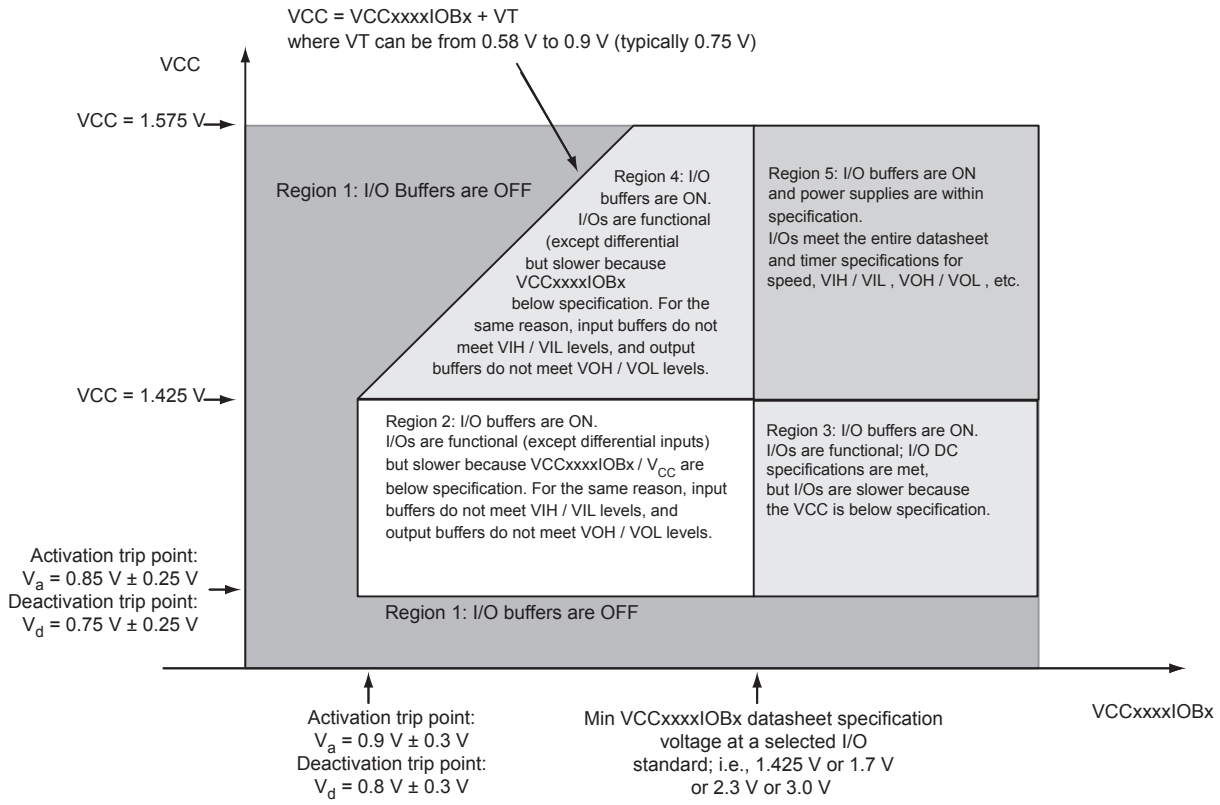

Figure 2-1 • **I/O State as a Function of VCCxxxxIOBx and VCC Voltage Levels**
Sophisticated power-up management circuitry is designed into every SmartFusion cSoC. These circuits ensure easy transition from the powered-off state to the powered-up state of the device. In addition, the I/O will be in a known state through the power-up sequence. The basic principle is shown in Figure 2-1 on page 2-6.
1. VCC and VCCxxxxIOBx are above the minimum specified trip points (Figure 2-1 on page 2-6).
The Microsemi SoC Products Group recommends using monotonic power supplies or voltage regulators to ensure proper power-up behavior. Power ramp-up should be monotonic at least until VCC and VCCPLLx exceed brownout activation levels. The VCC activation level is specified as 1.1 V worst-case (see Figure 2-1 on page 2-6 for more details).